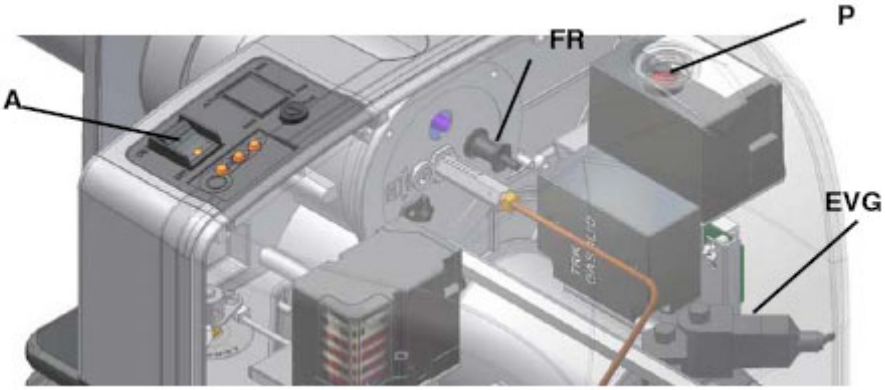

Fig. 5
2. poner en marcha el quemador, llevándole a ON el interruptor principal A (Fig. 5)
Si el quemador va en bloque, actuar sobre el interruptor de desbloqueo P (Fig. 5) del quemador y repetir la operación. Realizar las regulaciones en base al funcionamiento monoetapa y bietapa del quemador descritas a continuación.